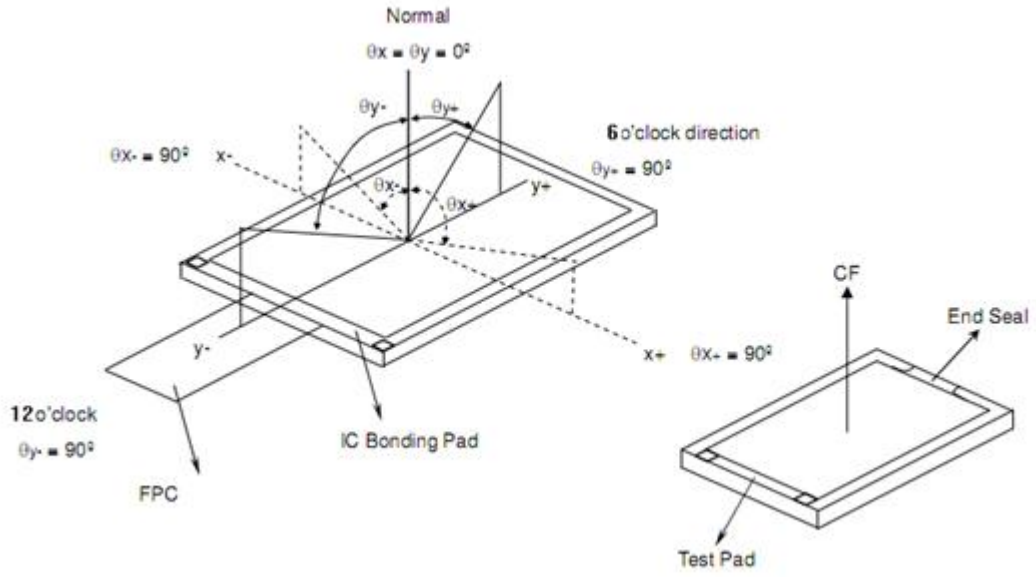

Figure 3.Definition of viewing angle
6. The electro-optical response time measurements shall be made as FIGURE 3 shown in Appendix by switching the "data" input signal ON and OFF. The times needed for the luminance to change from 10% to 90% is Tr, and 90% to 10% is Td